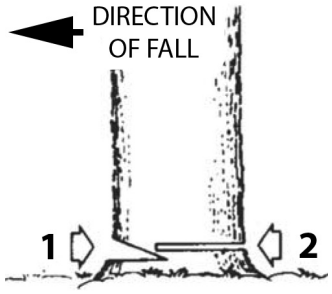

FIGURE 2
The felling notch (1) is the first cut when felling a tree. **SEE FIGURE 2.** The notch will act as a hinge and will direct the tree to fall in the desired direction.
1. Begin the felling notch (1) by lining up the guide bar perpendicular to the desired felling direction.
Alert others in the area of imminent danger of the falling tree. Double check that no one has entered the area in the felling direction. **SEE FIGURE 2.**